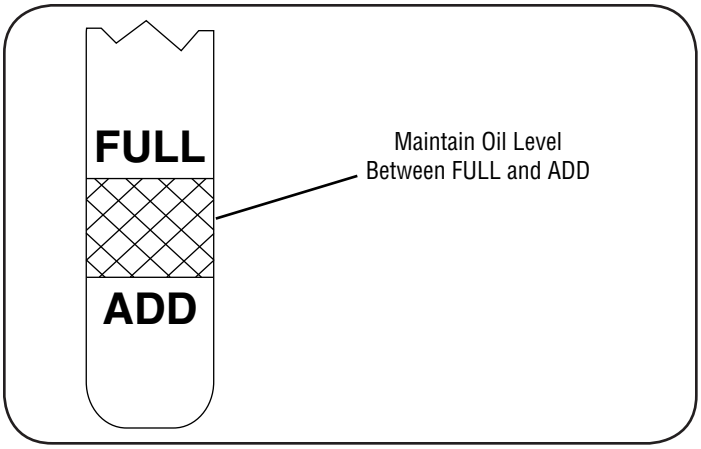

Figure 7
2. Unscrew oil fill cap from oil filler tube and wipe dipstick clean. See Figure 7.
4. Unscrew and remove oil fill cap from oil filler tube. Note oil level. If oil reading on dipstick is below “ADD” mark, slowly add oil to reach “FULL” level. See Figure 7.